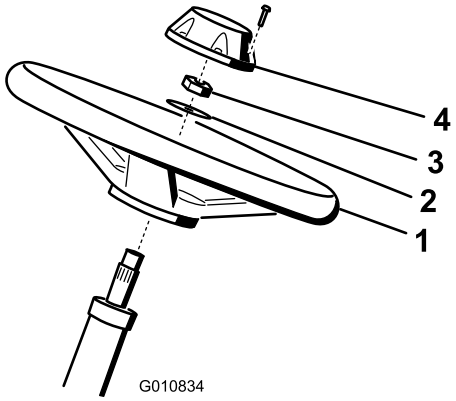

Figur 5
1. Sæt rattet på ratstammen (Figur 5).
2. Sæt spændeskiven på ratstammen (Figur 5).
3. Fastgør rattet til akslen med en låsemøtrik, og spænd den til 27-35 Nm (Figur 5).
4. Sæt hætten på rattet, og fastgør den med 6 bolte (Figur 5).